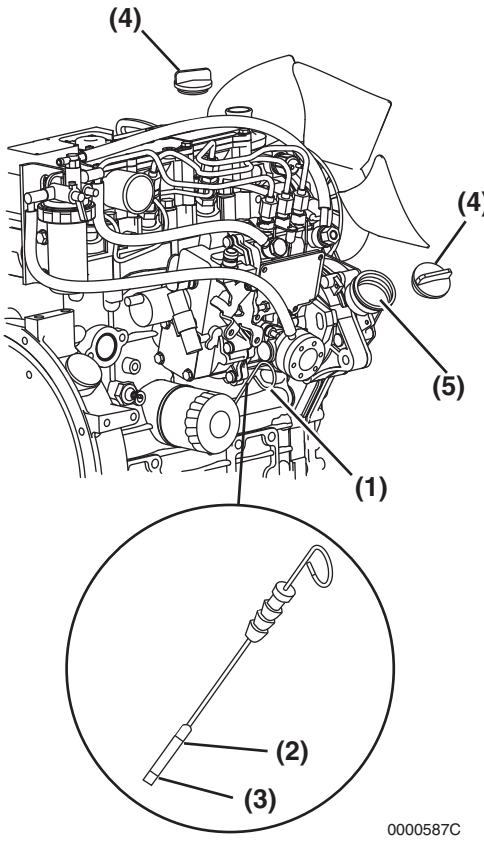

Figure 4-6
2. Remove dipstick **(Figure 4-6, (1))** and wipe with clean cloth.
4. Remove dipstick. The oil level should be between upper **(Figure 4-6, (2))** and lower **(Figure 4-6, (3))** lines on the dipstick.
2. Remove oil cap **(Figure 4-6, (4))**.
3. Add indicated amount of engine oil at the top or side engine oil filler port **(Figure 4-6, (5))**.
6. Replace oil cap **(Figure 4-6, (4))** and hand-tighten. Over-tightening may damage the cap.